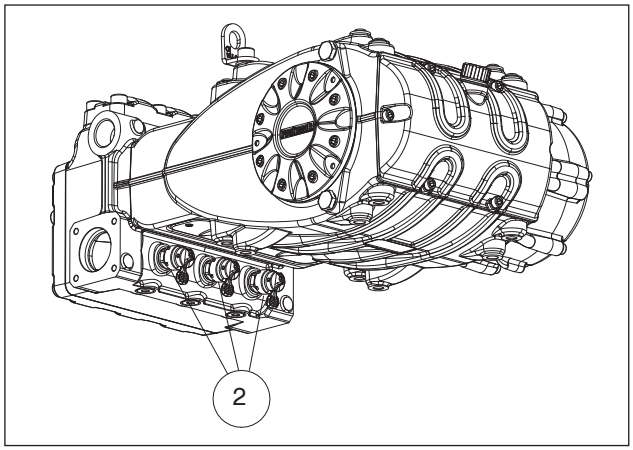

Fig. 9
**Em caso de armazenamento prolongado ou inatividade por longos períodos, verifique o bom funcionamento das válvulas de aspiração, abrindo os três dispositivos do elevador (ver pos. ② Fig. 9). Certifique-se de ter fechado as válvulas antes de inciar a bomba.**